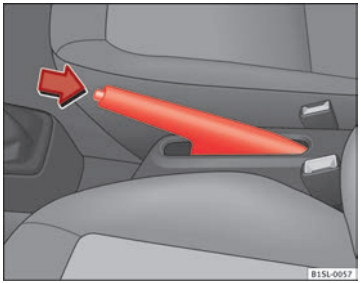

Fig. 92 Between the front seats: Handbrake
- Pull gently in an upwards direction on the handbrake lever and press the lock button ⇒ Fig. 92 (arrow).